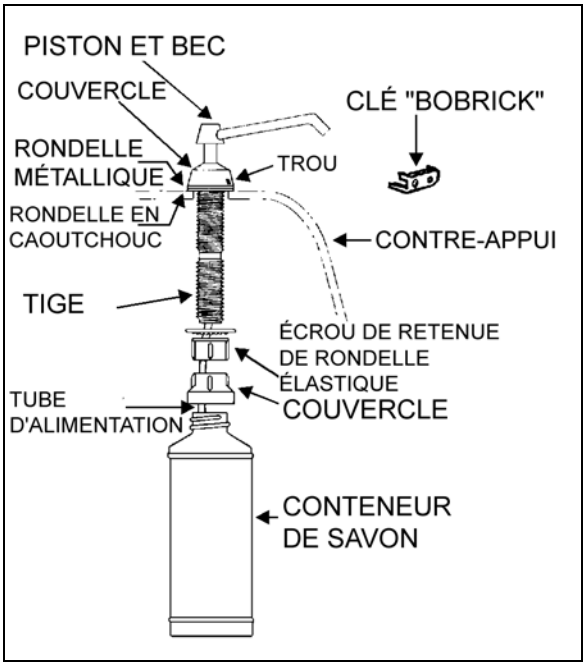

FIGURE 26: DISTRIBUTEUR DE SAVON LIQUIDE 23039
2. Insérer la clé BOBRICK dans le trou rectangulaire du capuchon (Figure 26) et pousser directement. En tenant la clé BOBRICK enfoncée, faire pivoter le capuchon d'environ 1/8 de tour dans le sens antihoraire.